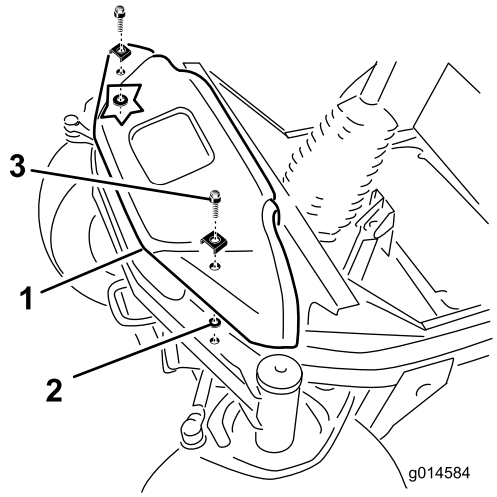

Figure 5
1. Remove the (2) flange head bolts securing the front cover to the top of the front axle (Figure 5).